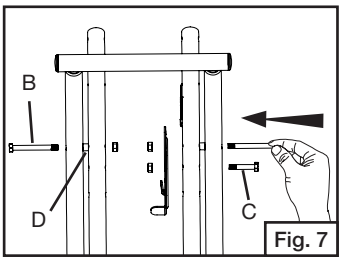

Fig. 7
- Reliez ensemble la poignée de traction et le support du gril avec les boulons à oeil, cales d'épaisseur, Support à clapet et écrous. (Fig. 7)